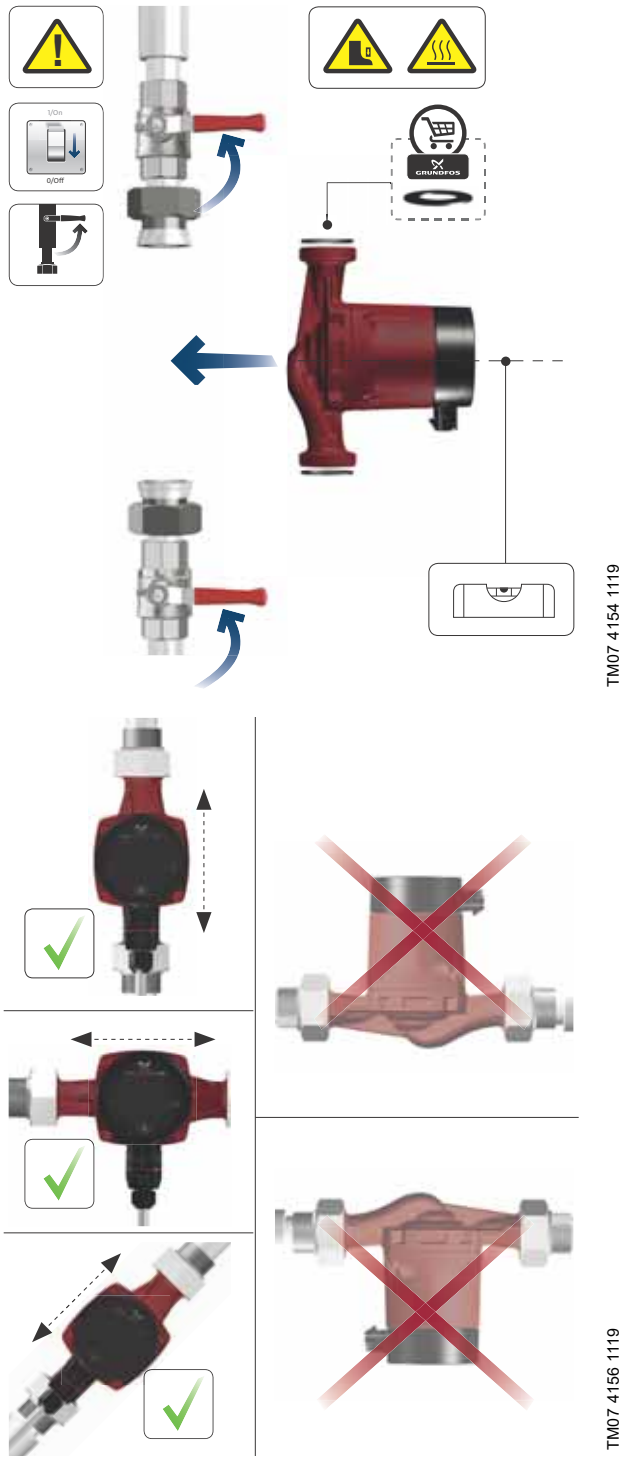

Рис. 1 Монтаж GRUNDFOS ALPHA1 L
- Встановіть насос так, щоб вал електродвигуна знаходився в горизонтальному положенні. Див. рис. 1 та 2.